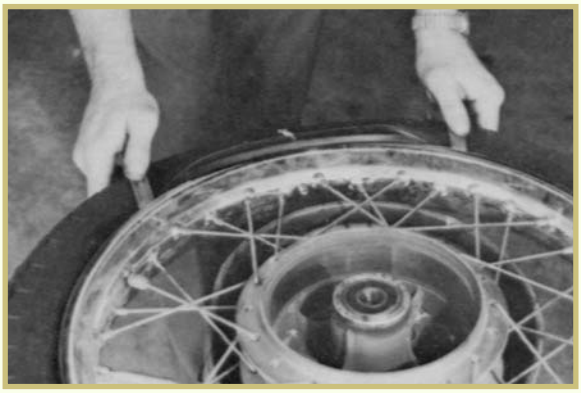

FIGURE 36—Use the tire-iron tools to finish installing the tire onto the rim.
11. After you've progressed as far as possible by hand, use the tire tools to pry small sections of the tire onto the rim (Figure 36). Use extreme care that you don't pinch the tube between the tire tool and the rim, or you may cut a hole in the tube.